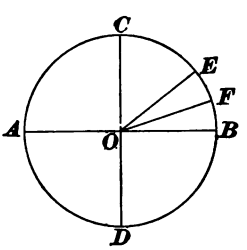

FIG. 13.
32. The arcs of circles are used to measure angles. An angle having its vertex at the center of a circle is measured by the arc included between its sides; thus, in Fig. 13, the arc $F B$ measures the angle $F O B$. If the arc $F B$ contains 20°, or $\frac{20}{360}$ of the circumference, the angle $F O B$ would be an angle of 20°; if it contained 20° 14′ 18″, it would be an angle of 20° 14′ 18″, etc.